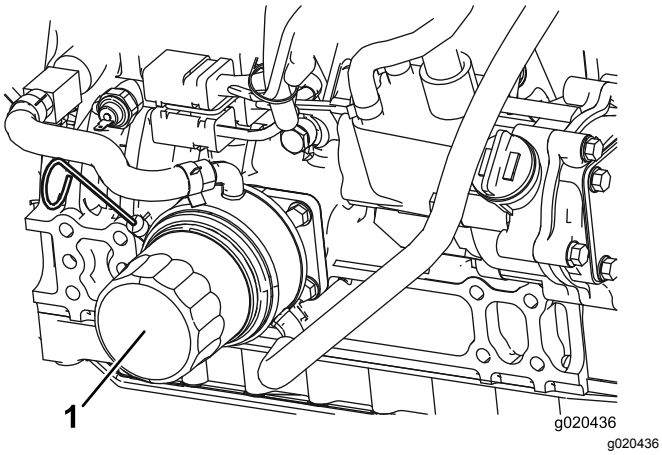

Figur 55
2. Ta av oljefilteret (Figur 55).